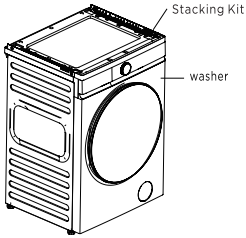
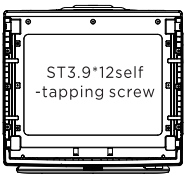

Figure 1
Figure 2
1. Please stick the stacking pad on the dryer control panel (Figure 1). The stacking pad should be pasted at a distance of about 2.5mm from the gap of the drawer handle, and the distance on both sides should be kept equality (Figure 2);
1. Place the stacking Stacking Kit assembly on the upper cover plate of the washer, and adjust the position of the stacking Stacking Kit assembly so that its left, right and front are aligned with the upper cover plate of the washer respectively (Fig. 1).
2. Take out four ST3.9*12 self-tapping screws from the accessory bag and fix the stacking Stacking Kit assembly on the top cover plate of the washer (Fig. 2).